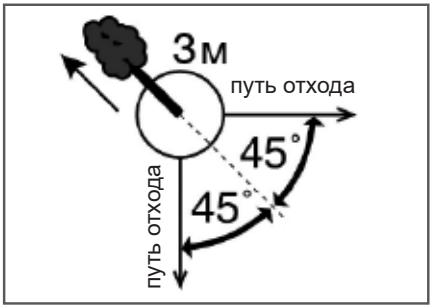

Рис. 15 Определение путей отхода
5. Обязательно определите путь отхода. Путь отхода (Рис. 15) должен быть направлен по диагонали в сторону, противоположную направлению падения, под углом 45 градусов, и вы должны отойти минимум на 3 метра от ствола, на тот случай, если во время падения комель дерева отскочит в сторону. Зона безопасности вокруг оси дерева должна быть не менее 2½ высоты дерева.